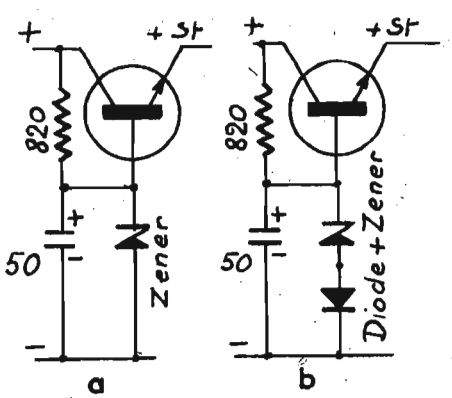

Fig. 43. — *Stabilisation Zener.*
N.B. Nous signalons à toutes fins utiles, la possibilité de perfectionner encore la stabilisation, en disposant une diode Zener aux bornes de 50 μF (Fig. 43). Petit inconvénient, il faut trouver une Zener de tension effective comprise entre 4,4 V et 4,7 V, de manière à conserver une tension stabilisée suffisante, d'une part et d'autre part, être en-dessous de 4,8 V, tension nominale des batteries d'alimentation.
Les Zeners des cases 2, 3, 4 sont utilisables en disposant en série une diode silicium ordinaire, type 1N4148, ce qui augmente la tension stabilisée de 0,5 V. (Ex. 4,1 V + 0,5 = 4,6 V.) Voir figure 43 *b*.